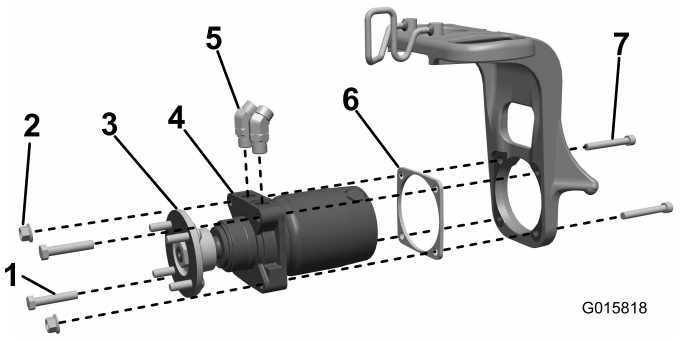

Figur 3
1. Montera 45-gradershydraulkopplingarna i hjulmotorn och rikta in dem ungefär enligt Figur 3. Låt kopplingarna vara lösa.
- **För maskiner med hjulgafflar som har två gängade hål och två genomgående hål där hjulmotorenheten monteras på hjulgaffeln:** Montera hjulmotorenheten och mellanläggsplattan på hjulgaffeln (placera mellanlägget mellan motorn och hjulgaffeln) och fäst det med två insexskruvar (½ x 3¾ tum), två bultar (½ x 2½ tum), och två låsmuttrar (Figur 3).